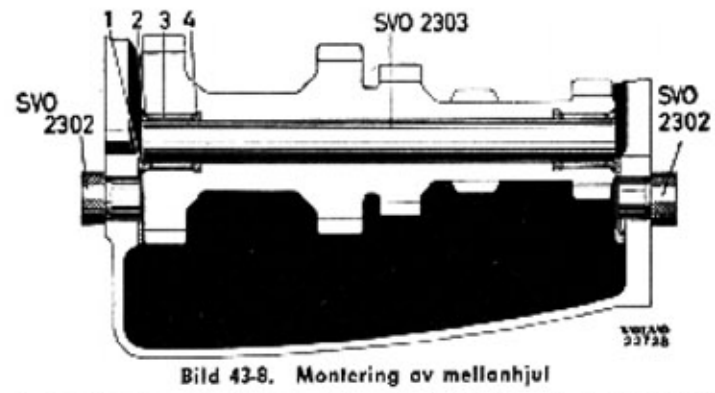

Bild 43-8. Montering av mellanhjul
3. Fäst brickorna vid huset med fett och styr upp dem med SVO 2302, se bild 43-8. Lägg ned mellanhjulet i botten på huset.